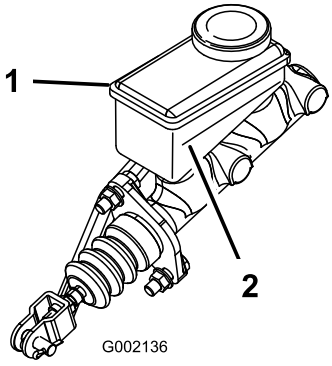

Figur 68
5. Se på siden av beholderen for å se væskenivået (Figur 68).
B. Hell DOT 3-bremsevæske i beholderen til væskenivået er over minimumslinjen (Figur 68).